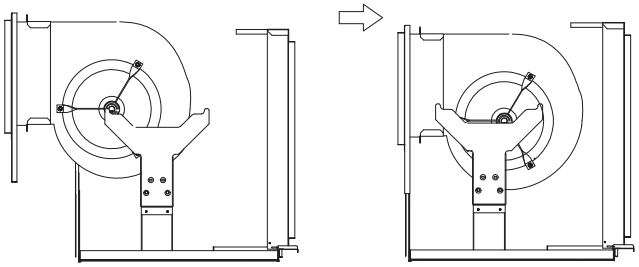

Fig. 11 — Push in Blower Assembly
8. When the blower assembly is parallel to the floor, push the blower assembly back so the blower panel is flush with the unit. See. Fig. 11.